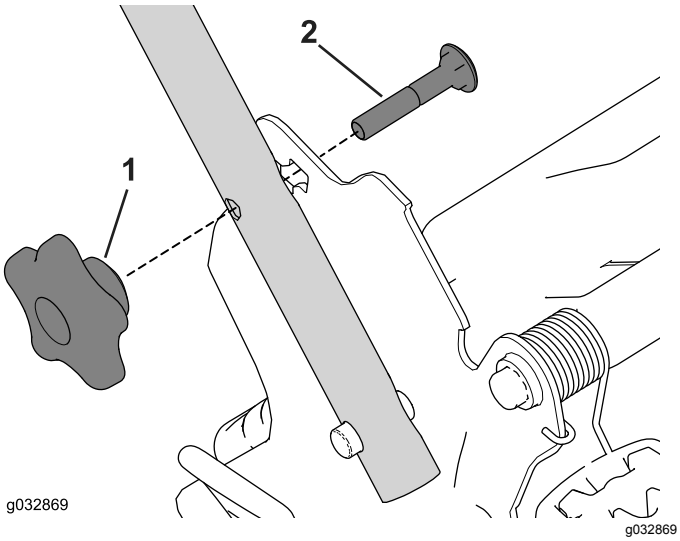

Rysunek 22
2. Wyjmij i odłóż w bezpieczne miejsce dwa pokrętła uchwytu oraz dwie śruby podsadzane ze wsporników uchwytu (Rysunek 22).